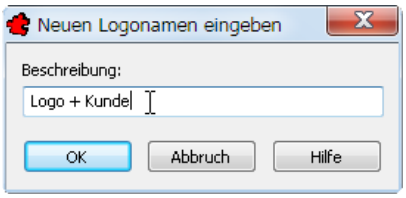

Bild 26.24 – Die Kopie wird mit neuem Namen versehen
- Hierauf erscheint die Dialogbox *Neuen Logonamen eingeben*. Hier können Sie zur besseren Kenntlichkeit Ihren Firmennamen mit dem des Kunden kombinieren. Bestätigen Sie dann (Abb. 26.24).